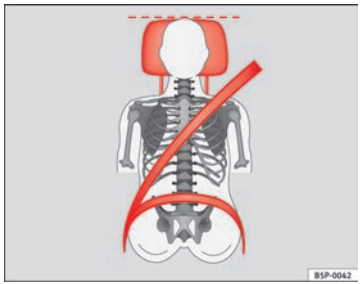

Abb. 13 Richtiger Gurtbandverlauf und richtige Kopfstützeneinstellung von vorne betrachtet
- **Das Schultergurtteil des Sicherheitsgurtes muss über die Schultermitte und niemals über den Hals verlaufen. Der Sicherheitsgurt muss flach und fest am Oberkörper anliegen ⇒Abb. 13.**